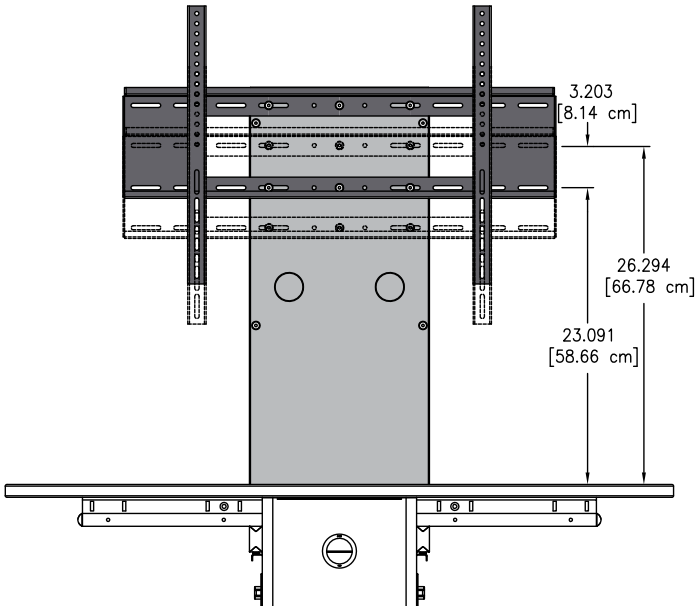

Figure 4A
1. Two sets of mounting holes are available for the monitor mount. Choose a set of holes based on your monitor size and preferred height. **Figure 4A**. Typical installations use the upper holes for better viewing and clearance.